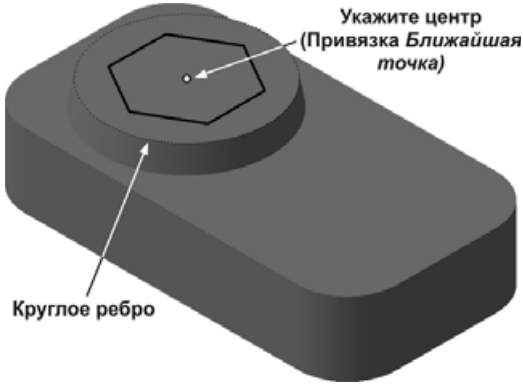

Рис. 4.38
- В ответ на запрос системы **Укажите точку центра многоугольника или введите ее координаты,** с помощью глобальной привязки **Ближайшая точка** укажите центр круглого ребра (рис. 4.38).